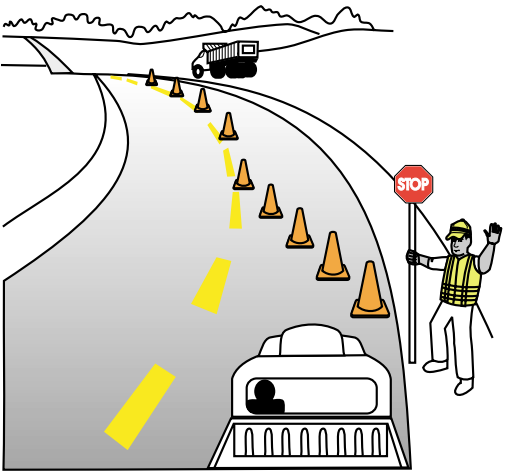

Figure 3
1. Stand on the shoulder of the road holding the STOP/SLOW sign in your right hand, erect and away from your body with STOP facing the approaching traffic (see Figure 3). **Never wave the sign.**